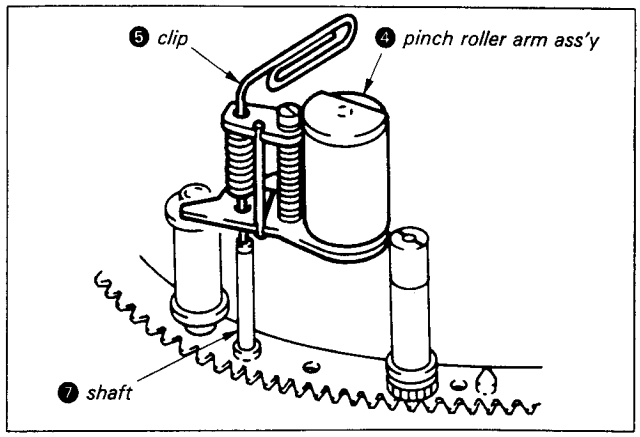

Fig. 7-22.
3) Push the end of the clip ❺ through to contact the loading ring assembly shaft ❼ and mount the pinch roller arm assembly ❹. (See Fig. 7-22, 7-23.)